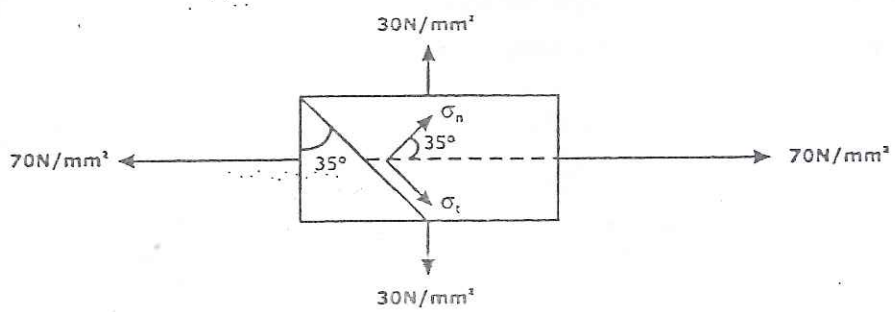

Figure 7b
b. A piece of material is subjected to tensile stresses of $70N/mm^2$ and $30N/mm^2$ at right angles to each other as shown in figure 7b. Find the stresses on a plane, the normal of which makes an angle of 35^0 with $70N/mm^2$ stresses by using Mohr circle. 10